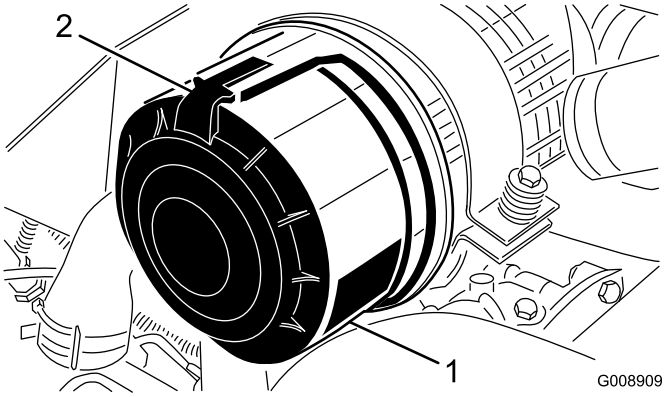

Figur 59
1. Utløs låsene som fester luftrenserdekslet til luftrenserhuset (Figur 59).